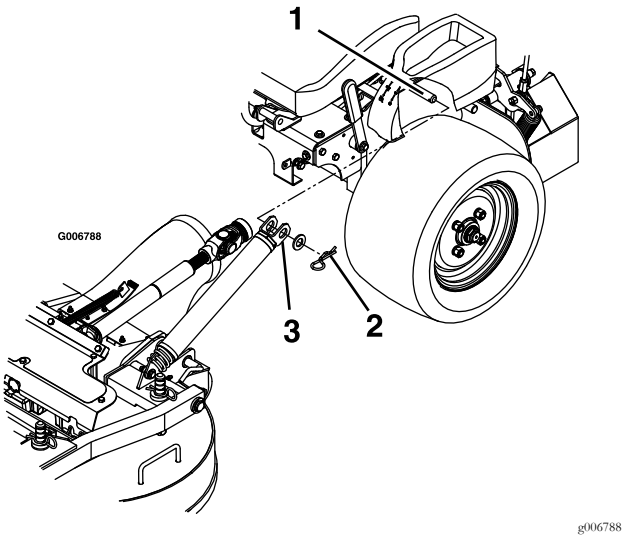

Figure 12
3. Remove hairpins and washers at the top of the deck lift assist spring on each side of the unit (see Figure 12).
7. Install springs onto the spring anchor pins under the left and right consoles and secure with a washer and hairpin (see Figure 12).